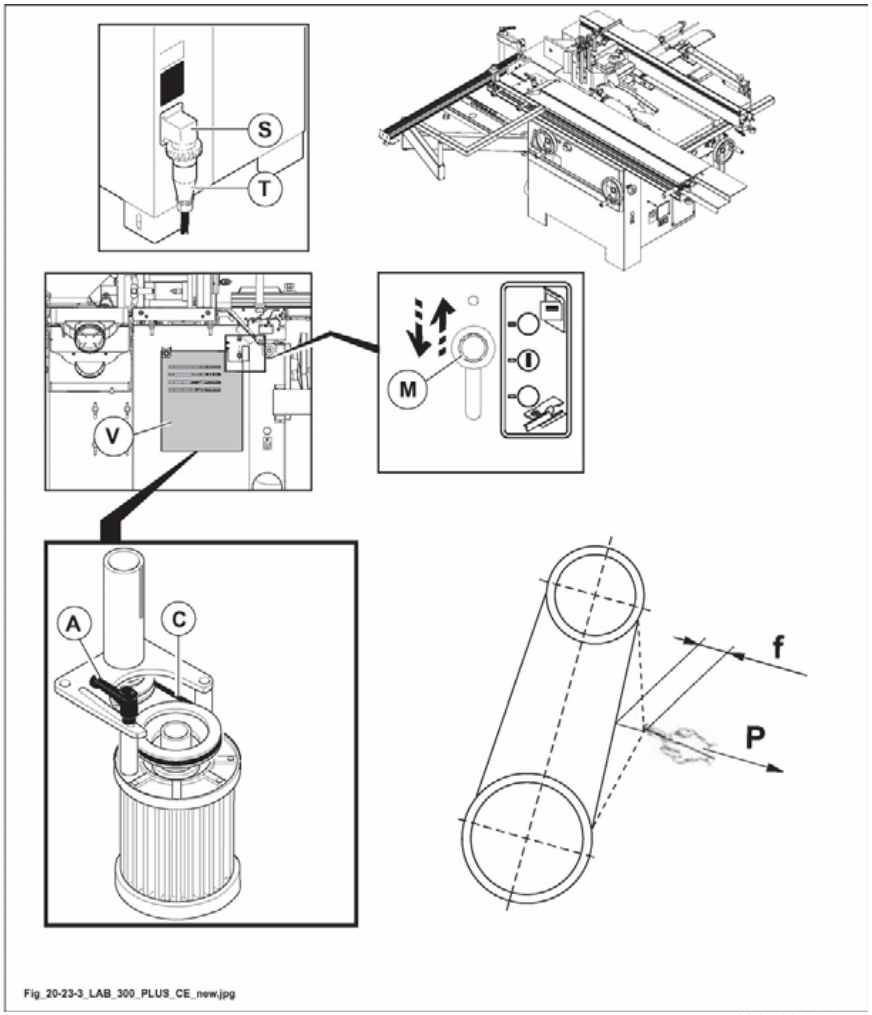

Abb. 20.23-3
bevor man die Maschne einstellt, muß man den Hauptschalter auf O stellen und den Stecker (S Abb. 20.23.3) von der Steckdose (T Abb. 20.23.3) abstecken.
- Den Hebel (M Abb. 20.23.3) anheben (wirkt auf einen Mikroschalter, der das Starten des Motors verhindert).
- Die vordere Tür öffnen (V Abb. 20.23.3).
- Den Griff (A Abb. 20.23.3) lockern und auf den Motor einwirken, um den Riemen (C Abb. 20.23.3) zu spannen.
- Nach der Einstellung (A Abb. 20.23.3) den Griff festziehen.